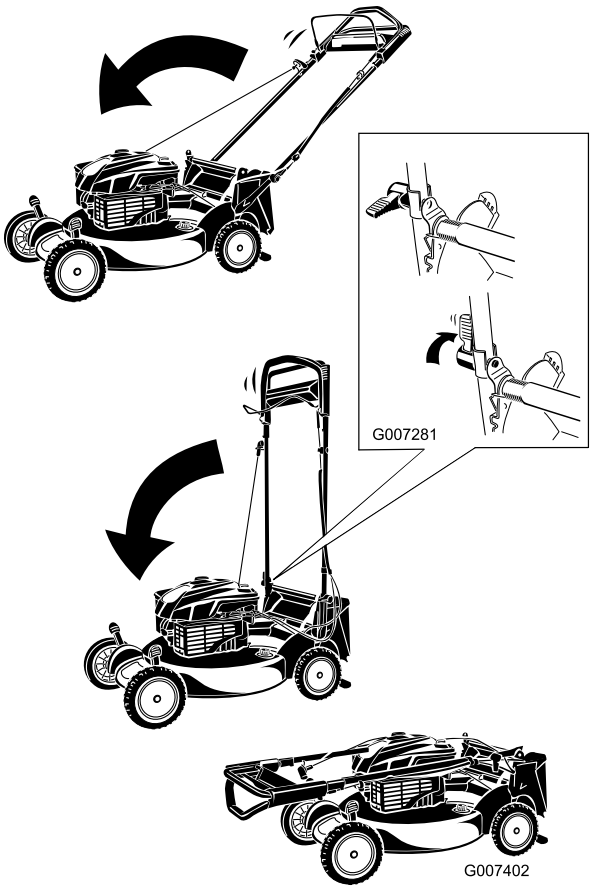

Bild 40
1. Drehen Sie den Griff nach vorne (Bild 40).